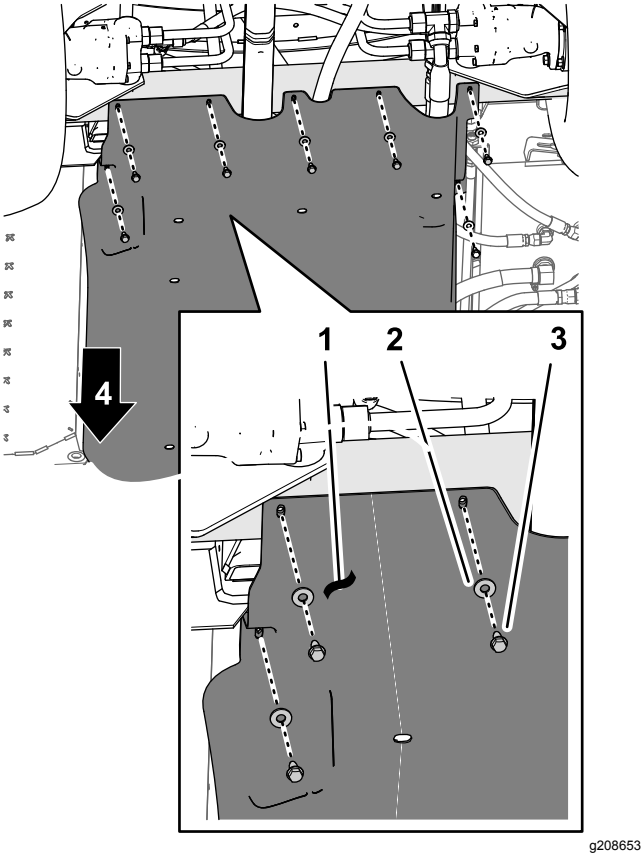
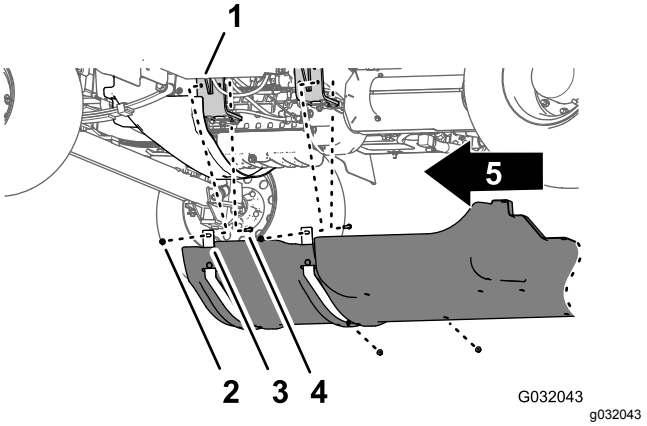

Figur 44
Figur 45
1. Ta bort de sju flänsskruvar (5/16 x 7/8 tum) och sju brickor (5/16 tum) som fäster den bakre delen av underredshöljet på maskinens chassi (Figur 44).
2. Ta bort de fyra flänslåsmuttrarna (5/16 tum) från skruvarna och vagnsskruven som fäster stödremmarna för underredshöljet på maskinens motormonteringsfästen (Figur 45).
4. Ta bort underredshöljet från maskinen (Figur 44 och Figur 45).